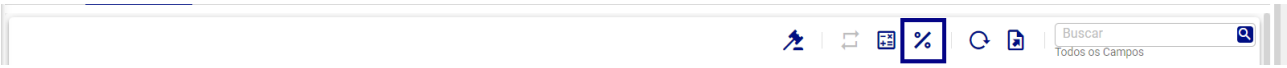

Figura 255: Cálculo por Percentual
– **Cálculo Por Percentual (Figura 255):** Esta operação recalcula todos os valores dos itens orçamentários com base no percentual cadastrado para cada item em relação ao valor do **consumo** definido na tela de **Percentual por Item Operacional**.